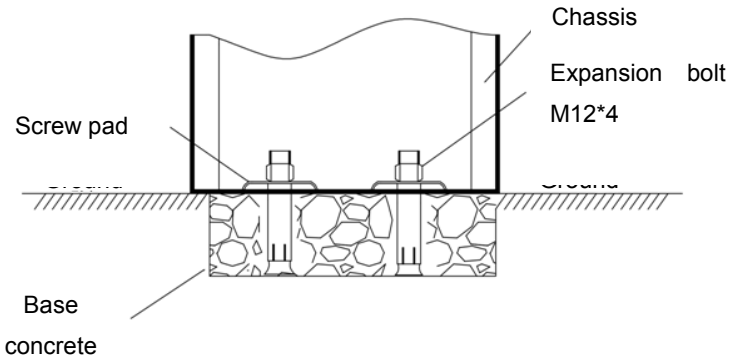

Figure 2-2
4) Install pads and use a wrench to tighten nuts, as shown in figure 2-2.